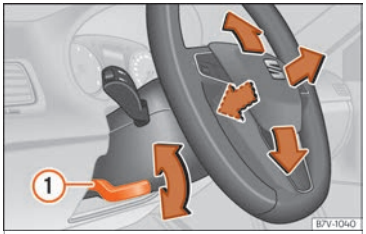

Fig. 26 Mechanical steering wheel adjustment
- Push the lever ››› Fig. 26 (1) downwards.